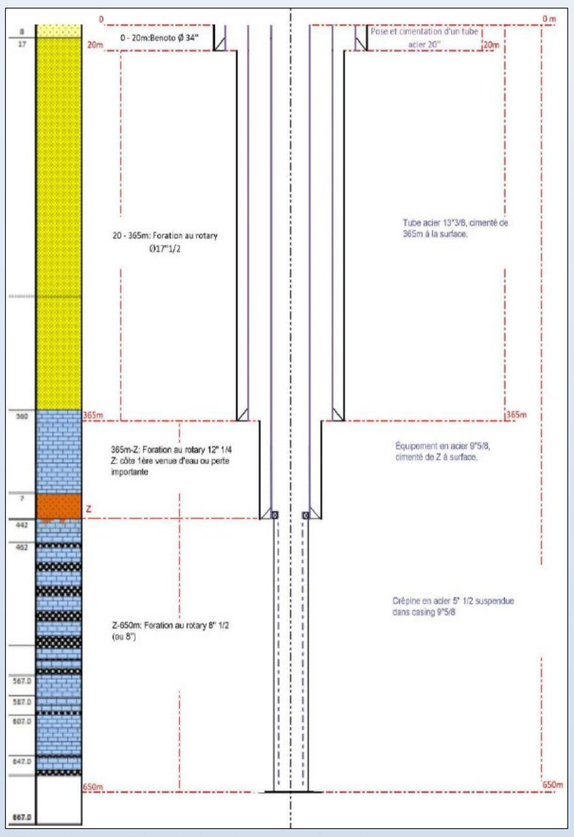

*Fig. 1: profil géologique prévisionnel et conception technique du forage*
1. Sur la base des connaissances géologiques issues des phases de prospection préliminaires, un profil de forage prévisionnel est établi (***Fig. 1***). Ce document renseigne sur la nature des différents terrains attendus, leur profondeurs et épaisseurs. Il sert de base à la planification technique du puits.